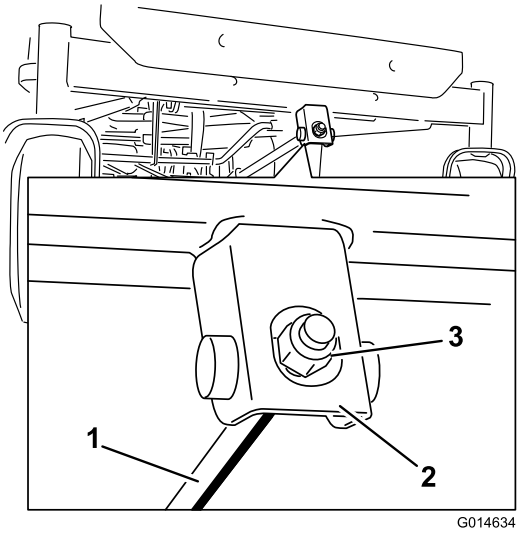

Figur 69
6. Vrid på justeringsmuttern framtill på klipparen för att justera knivens främre-bakre lutning (Figur 69).